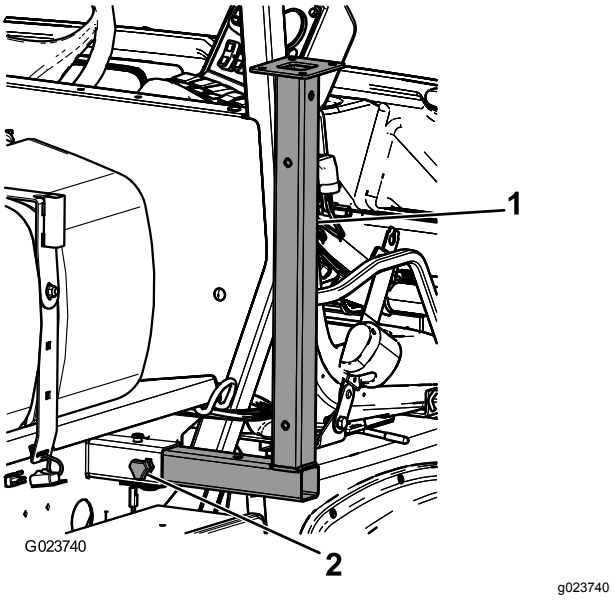

Figuur 28
1. Steek de voorste assteunen ondersteboven in het frame bij de voorste bevestigingspunten (Figuur 28).